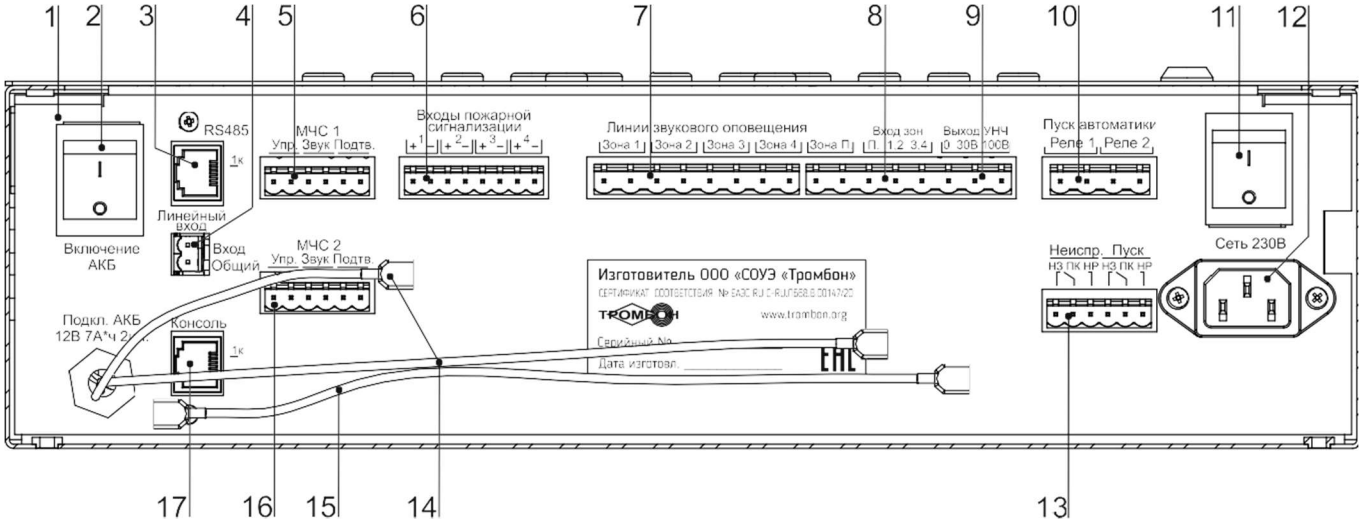

Рис. 2. Прибор управления «Тромбон ПУ-4К», вид со стороны панели коммутации.
Прибор «Тромбон ПУ-4К» имеет 4 входа пожарной сигнализации (рис. 2, поз. 6) для подключения к выходам ППКП (Прибора Приемного Контрольного Пожарного). Выходы ППКП могут быть релейным или типа «открытый коллектор».
5.4.2. Цифровое подключение к сопряженной комплексной системе безопасности через последовательный порт «RS485» (рис. 2 поз. 3). Подключение выполняется кабелем «Витая пара». Назначение контактов последовательного порта «RS485» приведено в Приложении 3.
Прибор имеет два специальных входа «МЧС 1» и «МЧС 2» (рис. 2, поз. 5, 16). Входы предназначены для стыковки с блоком централизованного запуска системы оповещения МЧС (БЦЗ системы П-166 Ц или аналогичными). Входы выполнены в виде 6-х контактного разъема. Контакты «Упр.» данного разъема – это логический вход управления прибором (реагирующий на замыкание контактов), контакты «Звук» - вход звукового сигнала с уровнем 0 дБ (0,775 В) от БЦЗ МЧС. Контакты «Подтв.» - подтверждение исполнения команды на оповещение МЧС. Входы МЧС прибора имеют различный приоритет. Вход «МЧС 1» имеет более высокий приоритет по сравнению со входом «МЧС 2».
Для подключения удаленных консолей предназначен специальный порт «Консоль» (рис. 2, поз. 17). Порт выполнен в виде 8 - контактного разъема типа RJ45. К нему можно подключать до 8-и адресных удаленные консоли типа «Тромбон УК».
- Разъем «Линейный вход» (рис. 2, поз. 4) предназначен для подключения к прибору источника звукового вещания и музыкальных программ. Вход моно, используется только в режиме звукового вещания. Максимальное входное напряжение сигнала на данном входе – 250 МВ.
- Для подключения линий звукового оповещения к выходу усилителя мощности предназначены два 8-и контактных разъема, на которые выведены группы контактов: «Линии звукового оповещения», «Вход зон», «Выход УНЧ» (Рис. 2. поз. 7, 8, 9);
- Для выбора напряжения в линию зоны оповещения персонала необходимо установить перемычку между контактом «Выход УНЧ» 30В или 100В» (Рис. 2. поз. 9) и контактом «Зона П» группы «Вход зон» (Рис. 2. поз. 8.);
- Для выбора напряжения в линии зон 1 и 2 необходимо установить перемычку между контактом «Выход УНЧ» 30В или 100В» (Рис. 2. поз. 9) и контактом «1, 2» группы «Вход зон» (Рис. 2. поз. 8.);
- Для выбора напряжения в линии зон 3 и 2 необходимо установить перемычку между контактом «Выход УНЧ» 30В или 100В» (Рис. 2. поз. 9) и контактом «3, 4» группы «Вход зон» (Рис. 2. поз. 8.);
5.9. Разъем «Пуск автоматики» (Рис. 2 поз. 10) предназначен для управления такими средствами пожарной автоматики, как световые знаки безопасности, эвакуационное освещение и замки эвакуационных выходов. Для управления этими средствами на разъем выведены нормально разомкнутые контакты двух реле. Контакты реле замыкаются при переходе прибора в режим «Тревога».
5.10. Разъем «Неиспр. Пуск» - вывод обобщенных сигналов «Неисправность» и «Пуск» (рис. 2, поз. 13). На данный разъем выведены контакты двух реле. Контакты реле «Неиспр.» замкнуты у выключенного прибора или при обнаружении в системе оповещения неисправностей. Контакты реле «Пуск» замыкаются в режимах «Тревога», «Экстренный запуск» или «Трансляция МЧС».
5.11. Разъем «Сеть 230В» (рис. 2, поз 12) предназначен для подключения прибора к сети питания переменного тока 230 В 50 Гц.
5.12. Подключение батарей резервного питания 24 В. Для резервного питания необходимо две батареи на 12 В с емкостью 7 или 9 А*ч. Подключение батарей выполняется последовательно при помощи кабелей с клеммами и перемычки (Рис. 2. поз. 14 и 15). ВНИМАНИЕ! Подключение одной батареи 12 В к клеммам Рис. 2. поз. 14 или параллельное подключение батарей категорически запрещено!